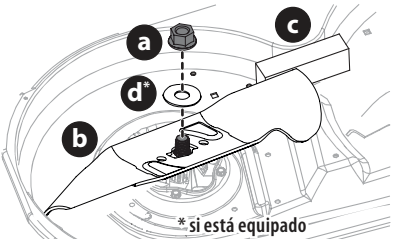

Fig. 51
2. Use una llave de 15⁄16 pulgada para sostener la tuerca hexagonal en la parte superior del conjunto del husillo cuando afloje la tuerca hexagonal (a) y arandela (d)* que fijan la cuchilla (b). Se puede colocar un bloque de madera (c) entre el alojamiento de la plataforma y el borde de corte de la cuchilla (b) para ayudar a aflojar la tuerca hexagonal (a) y arandela (d)* que fijan la cuchilla (Fig. 51).
2. Cuando reinstale las cuchillas, asegúrese de lo siguiente (Fig. 51 en la página 70):
3. Ajuste las tuercas hexagonales (a) a 70-90 pies-libras (95-122 N-m) (Fig. 51 en la página 70).